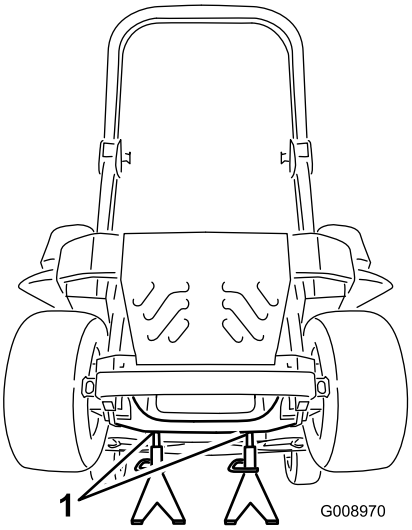

Figur 80
3. Løft opp maskinen og støtt den med jekkstøtter (Figur 80).
9. Ta bort jekkstøttene, og senk maskinen ned (Figur 80).